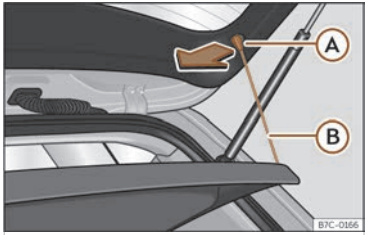

Fig. 186 In the luggage compartment: removing and installing the shelf.
- Detach the cord loops ››› **Fig. 186** Ⓑ from their hooks Ⓐ.
- Attach the securing straps ››› **Fig. 186** Ⓑ onto the rear lid.